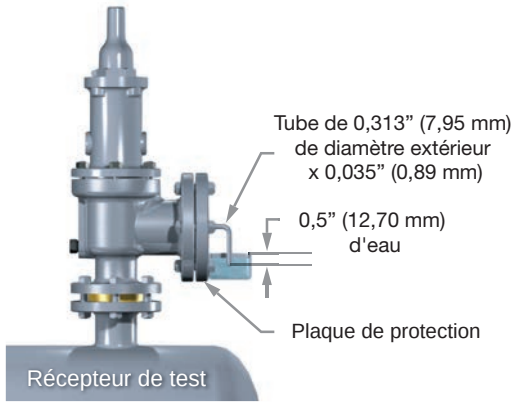

Figure 40 : Disposition d’essai type
Informations générales : Configurer un dispositif d'essai type pour déterminer l'étanchéité du siège des soupapes de sûreté en service air ou gaz (conformément à la norme ANSI B147.1/API RP 527) (voir Figure 40).
1. Avec la soupape montée verticalement (voir la Figure 40), déterminer le débit de fuite, par le nombre de bulles par minute, avec une pression à l'entrée de la soupape de sûreté maintenue à 90 % de la pression de consigne immédiatement après l'ouverture. Pour les soupapes réglées à 50 psig (3,45 barg) ou plus, maintenir la pression à 5 psis (0,34 barg) en dessous du point de consigne. La pression d'essai doit être appliquée pendant un minimum de 1 minute pour les soupapes sur les tailles d'entrée allant jusqu'à 2″ (50,8 mm) ; 2 minutes pour les tailles 2,5" (63,5 mm), 3″ (76,2 mm) et 4″ (101,6 mm), et 5 minutes pour les tailles 6″ (152,4 mm), 8 (203,2 mm), 10″ (254 mm) et 12 (304,8 mm). Pour les soupapes métal-métal désignées pour le service gazeux, le débit de fuite ne doit pas dépasser le nombre de bulles maximum par minute (voir le tableau 19). Dans un milieu de test où on utilise de la vapeur saturée, la pression d'essai doit être maintenue pendant au moins 3 minutes.